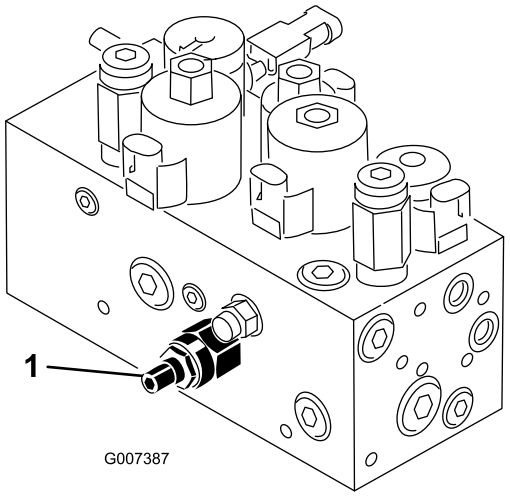

Figur 55
Kretsen for løfting og senking av klippeenheten er utstyrt med en mengderegulator (Figur 55). Denne ventilen er forhåndsjustert til ca. tre omdreininger åpen fra fabrikken, men det kan hende den må justeres for å kompensere for forskjeller i oljetemperaturer, klippehastighet osv. Hvis du må justere den, fortsetter du på følgende måte:
1. Hev setet, og finn mengderegulatoren på den midtre trekkrammen (Figur 55) som er plassert på siden av det hydrauliske manifoldet.